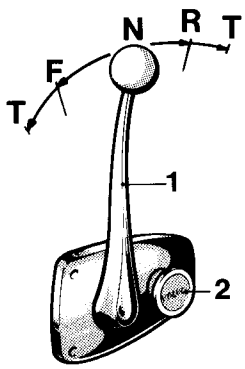

Fig. 6. MV kombinerat varvtals- och manöverreglage för MS-backslag
1. För manöverspaken till neutralläge samt frikoppla växelmanövreringen, se anvisningar fig. 6. Skjut in stoppreglaget för insprutningspumpen om sådant finns monterat.
7. För manöverspaken till neutralläge för inkoppling av växelmanövreringen (se fig. 6). Båten är härefter klar att tagas i bruk.